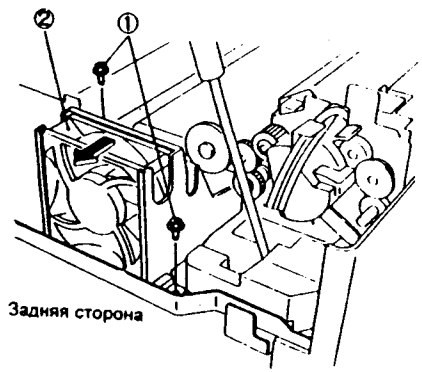

Рис. 2 NZM-0044
7. (Рис. 2): Отсоедините вентилятор от транспортера.
①. Отверните винт.
②. Разъедините вентилятор и транспортер.